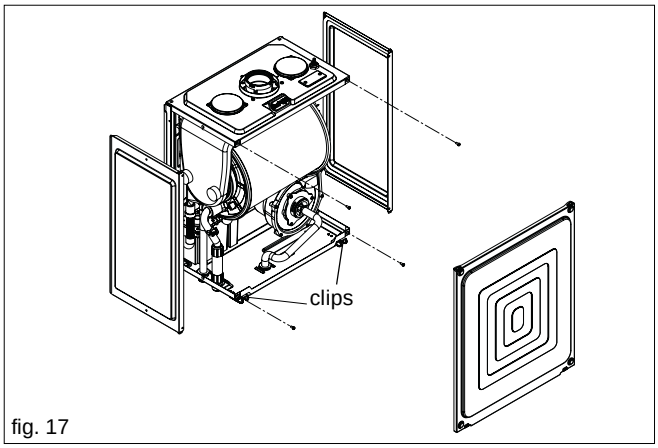

fig. 17
6.4.1 AIR BOX FRONT COVER REMOVAL (fig. 17)